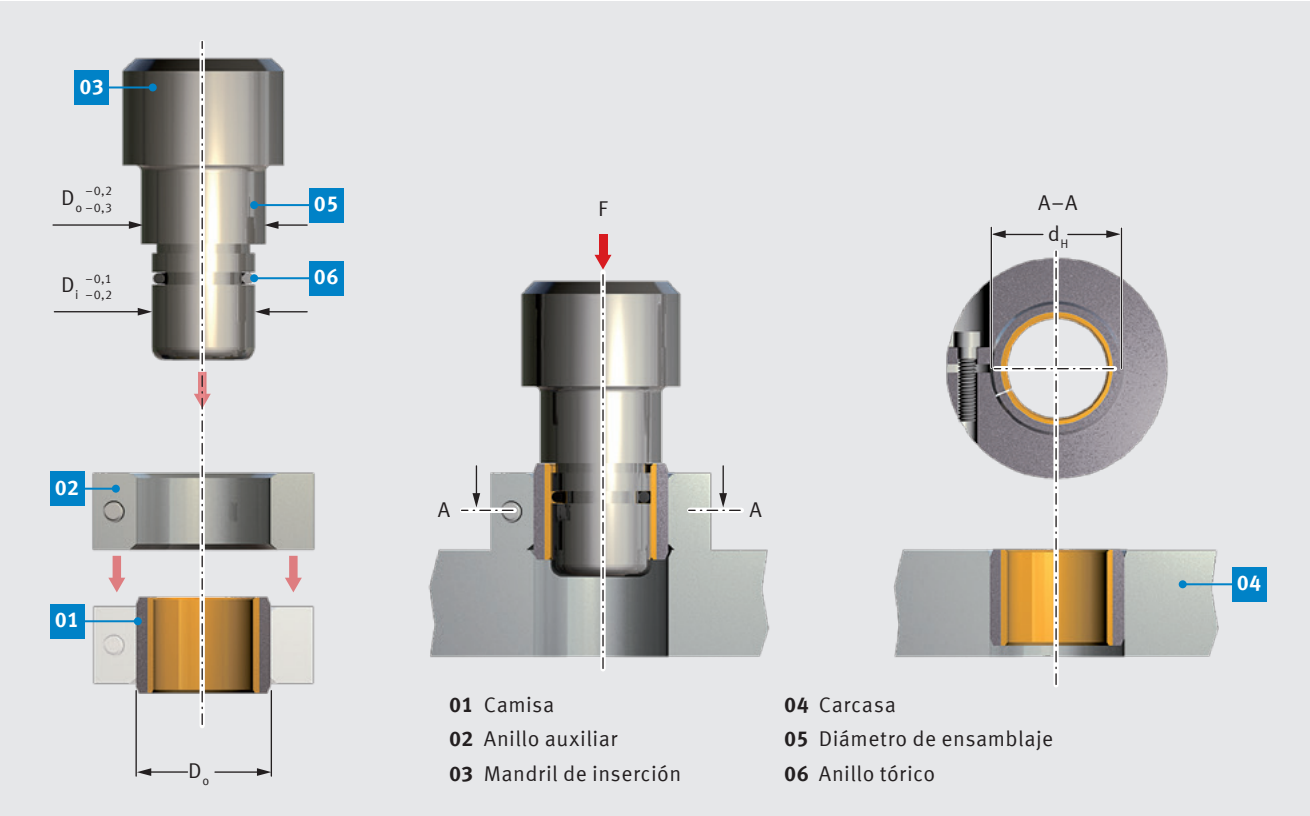

Fig. 53: Inserción a presión de camisas, $D_o \geq 55$ mm, con anillo auxiliar
- inserción a presión con mandril y anillo auxiliar según la Fig. 53.
La Fig. 53 muestra el calibrado por medio de un mandril. La Tab. 36 contiene valores de orientación para el diámetro del mandril de calibrado d_K. Los valores exactos solamente se pueden determinar mediante ensayos.